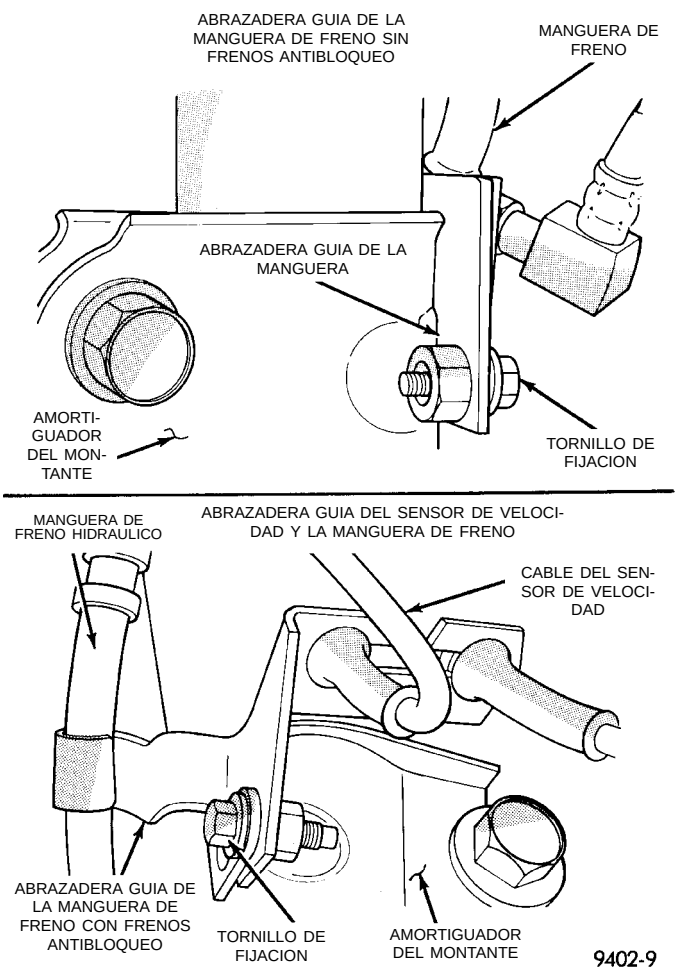

Fig. 11 Abrazaderas guía del cable del sensor de velocidad y la manguera del freno
(1) Afloje las tuercas de la rueda.
(2) Eleve el vehículo sobre gatos fijos o centrado en un elevador de contacto de bastidor. Consulte el procedimiento de elevación requerido para este vehículo en la sección Lubricación y mantenimiento de este manual de servicio.
(3) Retire el conjunto de rueda y neumático de la posición de la parte delantera del vehículo que requiere el desmontaje del montante.
(4) Si deben retirarse ambos conjuntos de montante, marque los conjuntos derecho e izquierdo según el costado del vehículo del que se retiraron.
(5) Retire del soporte del amortiguador del montante el tornillo de fijación y la abrazadera guía de la manguera de freno hidráulico. Si el vehículo tiene instalado frenos antibloqueo, la abrazadera guía de la manguera está combinada con la abrazadera guía del cable del sensor de velocidad (Fig. 11).
(3) Instale la abrazadera guía de la manguera de freno hidráulico y el tornillo de fijación en el soporte del amortiguador del montante. Si el vehículo tiene instalado frenos Antibloqueo, la abrazadera guía de la manguera hidráulica se combina con la abrazadera guía del cable del sensor de velocidad (Fig. 11). Apriete los pernos de fijación de la abrazadera (Fig. 11) con una torsión de 13 N·m (10 lbs. pie).
(4) Apriete las tuercas de los pernos espárrago de instalación de la rueda en la secuencia correcta hasta que todas las tuercas queden apretadas con la mitad de la torsión indicada en las especificaciones. Después repita la secuencia de ajuste hasta alcanzar la torsión indicada en las especificaciones de 135 N·m (100 lbs. pie).